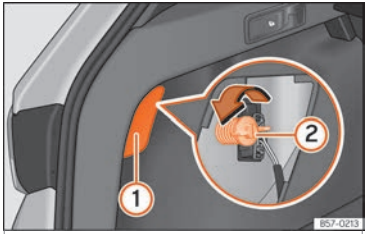

Fig. 59 Luggage compartment: access to the bolt securing the tail light unit.
– Remove the lid, levering it with the flat side of a screwdriver into the recess ››› Fig. 59 ①.
– Unscrew the light securing bolt by hand or using a screwdriver ››› Fig. 59 ②.